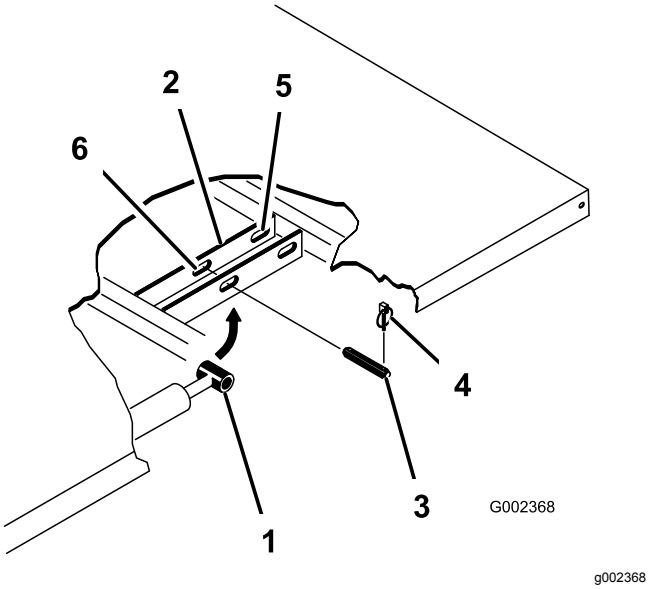

Figur 30
3. Fjern ringstiften fra den ytre enden av splittpinnene (Figur 30) på sylinderstaget.
4. Fjern splittpinnene som fester sylinderstagendene til monteringsplatene for lasteplanet, ved å skyve pinnene innover (Figur 30).
5. Fjern orepinnene og splittpinnene som fester svingbrakettene til rammen (Figur 30).